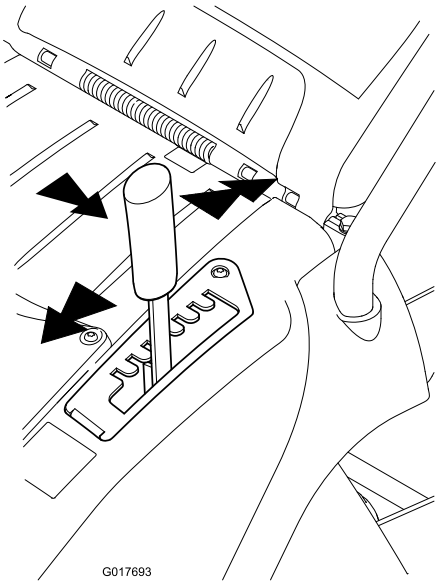

Figur 11
1. Greppa reglaget och dra det i sidled så att det lossnar från skåran (Figur 11).
2. Dra framåt för att sänka klipphöjden och bakåt för att höja den (Figur 11).
3. Släpp reglaget i önskat läge och kontrollera att det sitter ordentligt i en av de åtta skårorna (Figur 11).